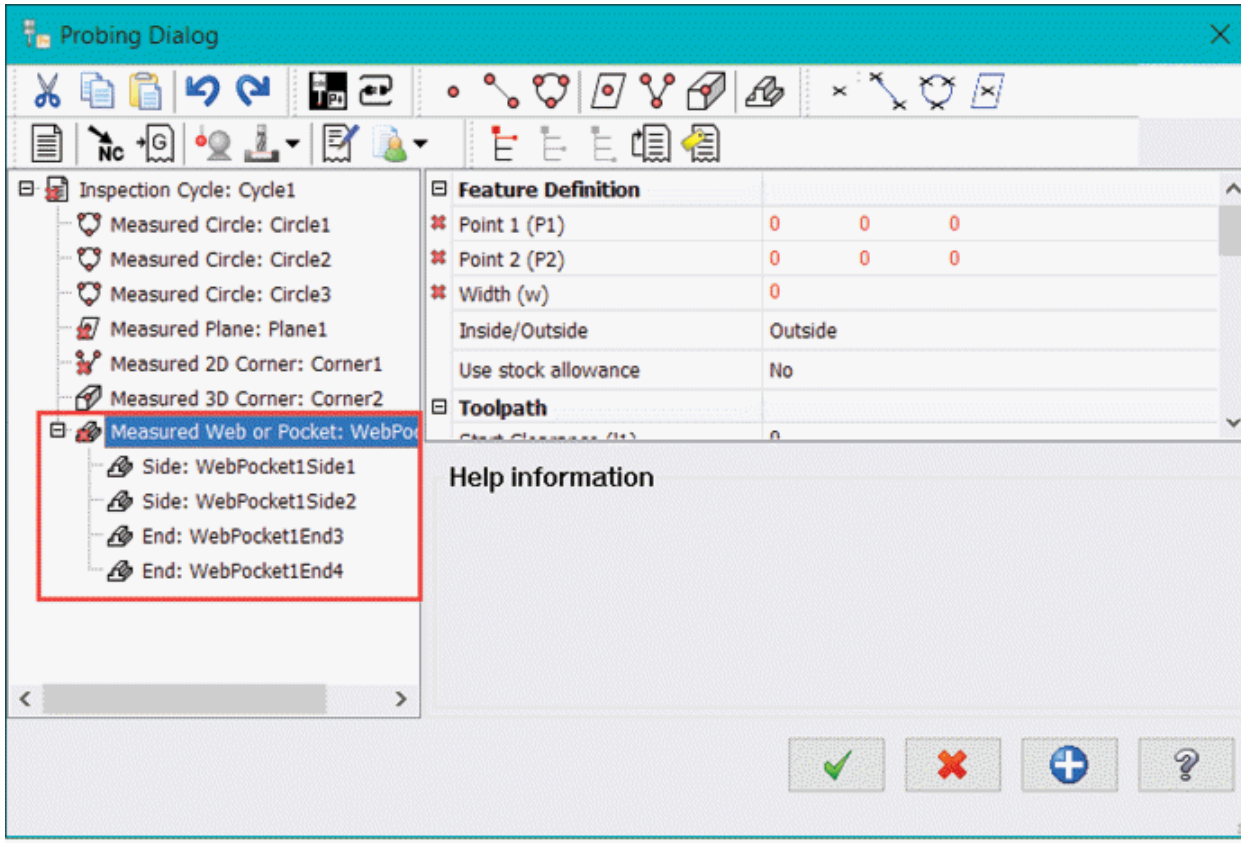

Figure-9. Web Pocket added for measurement
- The **Measure Web Pocket** button is used to measure key coordinates of a pocket in the model. Click on the **Measure Web Pocket** button from the top in the dialog box. A web pocket will be added in the inspection cycle; refer to Figure-9.